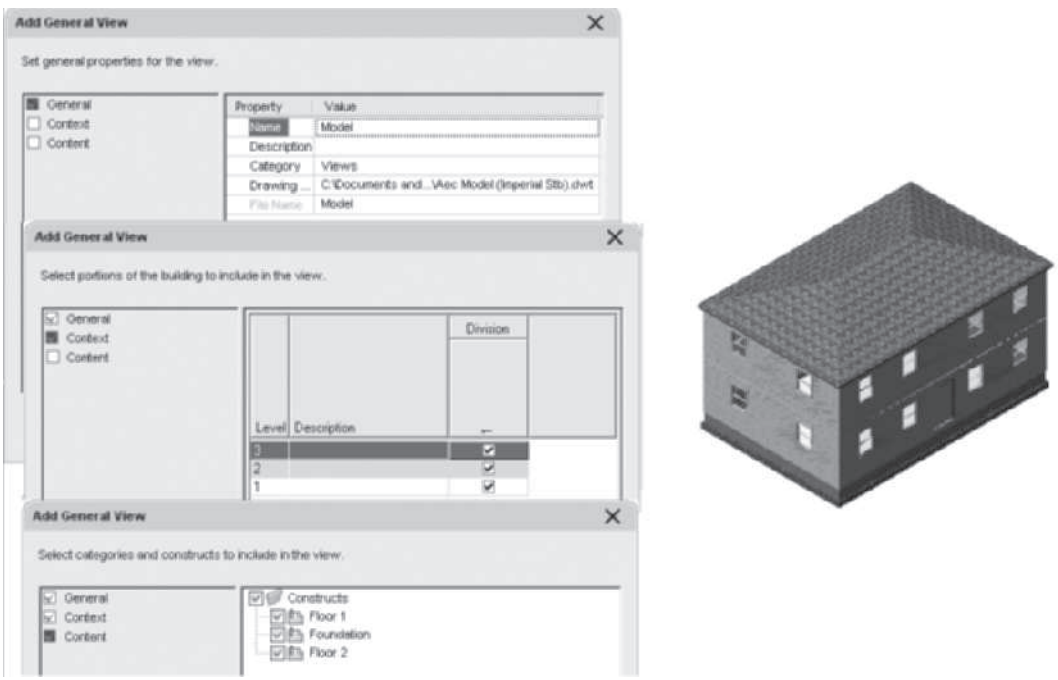

FIGURE 12.2 *Defining the model View drawing*
6. Edit the **Add General View** dialog box: type **Model** in the drawing field of the **General** page, as shown in Figure 12.2. Click **Next** to open the **Context** page and check Level **1 [G]**, Level **2 [1]**, and Level **3 [2]** for Division **1**. Click **Next** to open the **Content** page and verify that all constructs are selected for the levels. Click **Finish** to dismiss the **Add General View** dialog box.
7. Double-click the **Model** View drawing in the **View** tab to open the drawing as shown at the right in Figure 12.2.